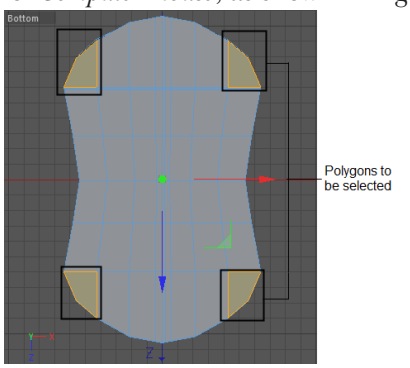

Figure 3-63 *The selected polygons of Computer mouse*
2. Select the *Computer mouse* in the Object Manager. Make sure the **Polygons** tool is chosen from the Modes Palette; the *Computer mouse* is displayed in the polygon mode. Make sure the **Live Selection** tool is chosen from the Standard palette. In the Attribute Manager, choose the **Options** button; the **Options** area is displayed. In this area, make sure the **Visible Only** check box is selected. Select the polygons of *Computer mouse*, as shown in Figure 3-63.